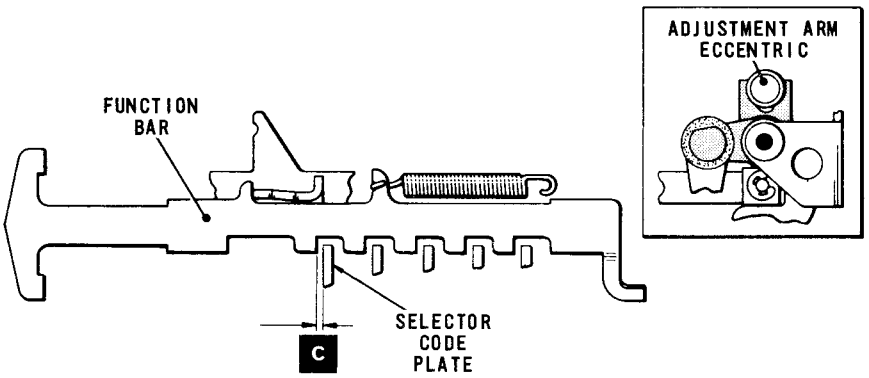

Fig. 4.4 FUNCTION BAR RESET MECHANISM
5.1 Ensure that the translator camshaft is in the rest position and check that there is a clearance of .015 - .030 in. (dimension 'c') between the projections on the function bars, Fig.4.4, and the selector code plates.